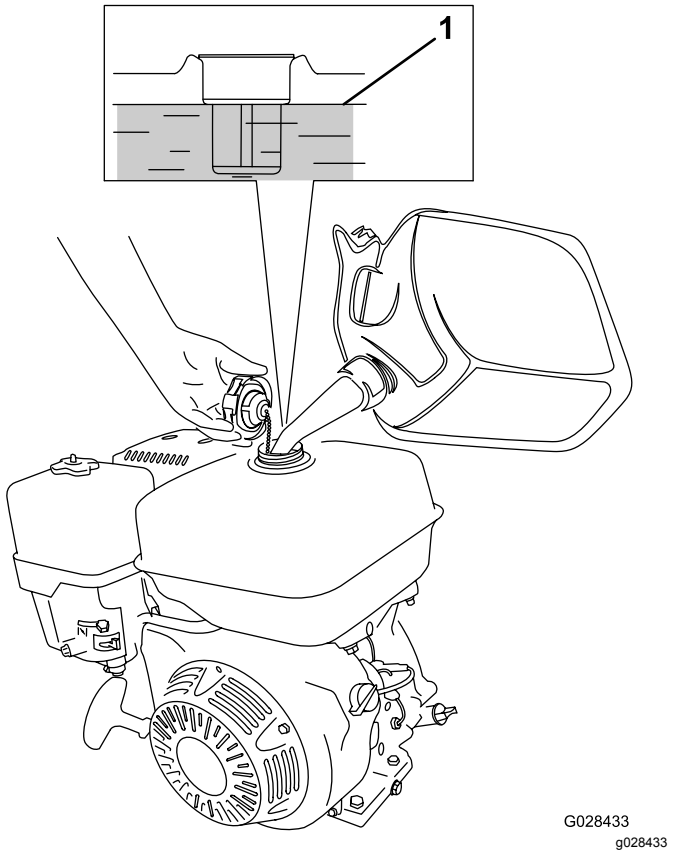

Figura 16
1. Limpe a zona em redor da tampa do depósito de combustível e retire a tampa do depósito (Figura 16).